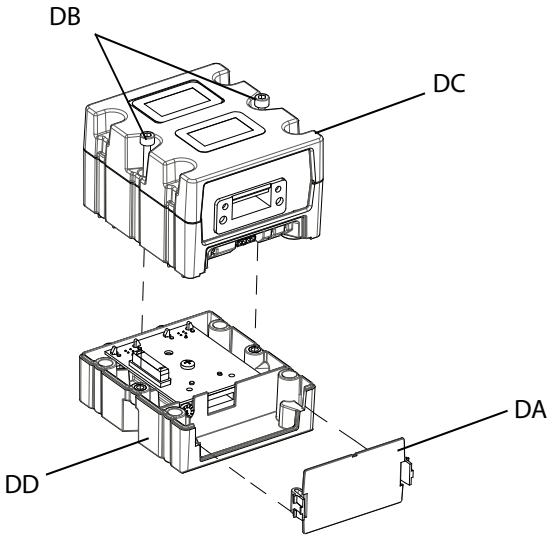

RYS. 52: Demontaż CGM
4. Zdjąć pokrywę CGM (DA). Poluzować i zachować dwie śruby M5-0,8 x 45 mm x (DB), a następnie zdemontować moduł CGM (DC) z podstawy (DD). Patrz RYS. 52.
5. Za pomocą czterech znajdujących się w zestawie śrub montażowych M4-0,7 x 20 mm, przymocować podstawę (DD) do wspornika CGM.
6. Ponownie przymocować CGM (DC) do podstawy (DD) przy użyciu dwóch śrub (DB), które zostały wykręcone w kroku 4.
7. Ponownie założyć pokrywę (DA).
8. Odłączyć kabel od modułu ADM i ponownie podłączyć kabel do modułu CGM (DC).